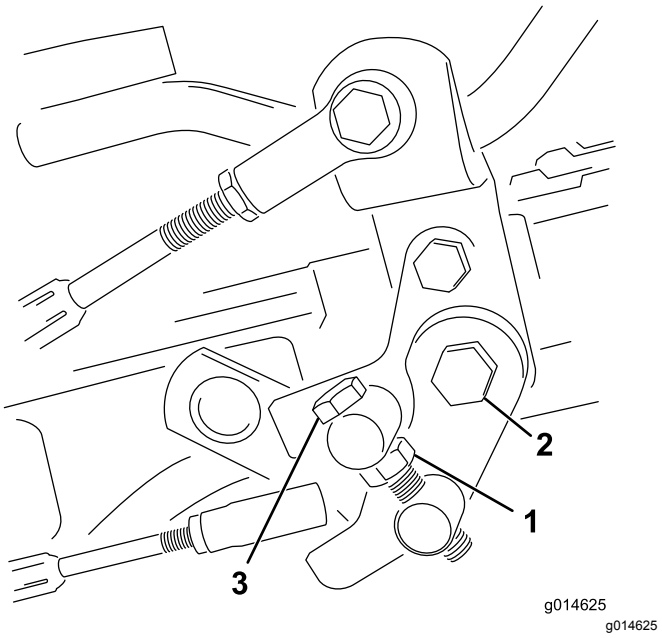

Figur 46
1. Løsne låsemutteren på vuggetappbolten (Figur 46).
4. Stram låsemutteren på vuggetappbolten og mutteren på pedaltappen for å låse justeringen (Figur 46). Sjekk justeringen, og juster etter behov.